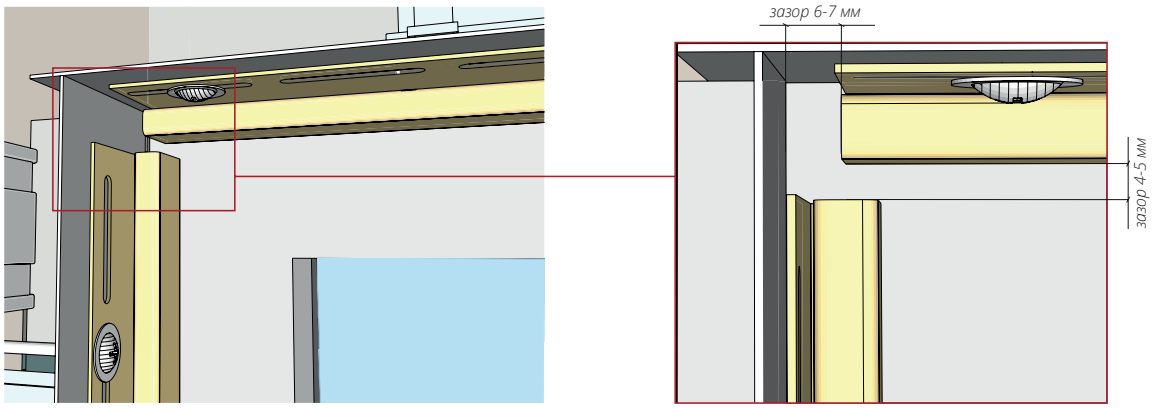
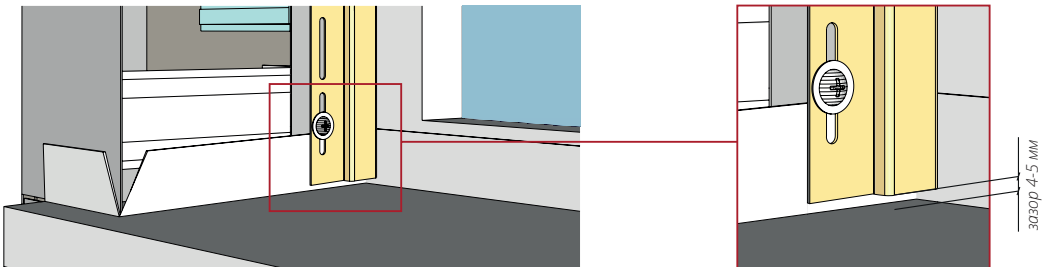

Рисунок 45
Рисунок 46
13.2 Согласно общим правилам монтажа, смонтируйте верхнюю горизонтальную финишную планку с зазором 6-7 мм с обеих сторон (рис. 45).
Далее смонтируйте левую и правую финишные планки вертикально с зазором в верхней и нижней части 4-5 мм (рис. 45). В нижней части финишная планка должна быть подрезана параллельно отливу (рис. 46).